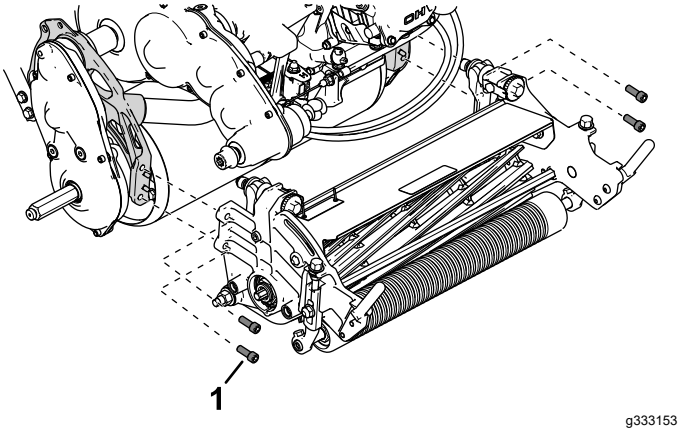

Figur 4
3. Använd fyra insexskruvar för att montera klippenheten på maskinen (Figur 4).